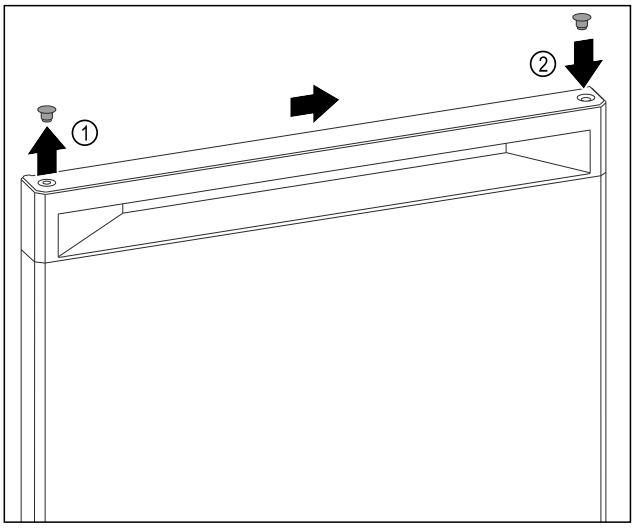

Fig. 9
▶ Ridicați cu precauție dopurile de acoperire de pe partea superioară a ușii *Fig. 9 (1)* cu șurubelniță plată.
▶ Montați dopurile de acoperire pe partea opusă. *Fig. 9 (2)*